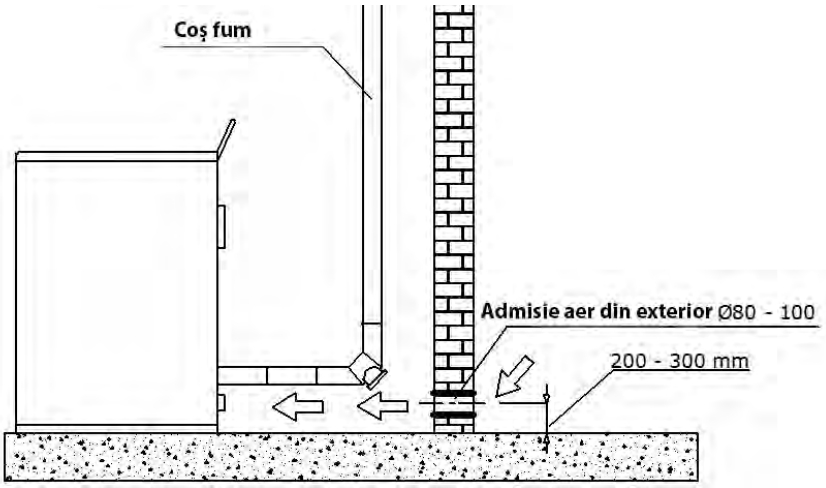

Figura 10: Decalajul minim pentru instalarea grilelor de ventilație.
4.4 FURNIZAREA AERULUI DE COMBUSTIE (Figura 10)